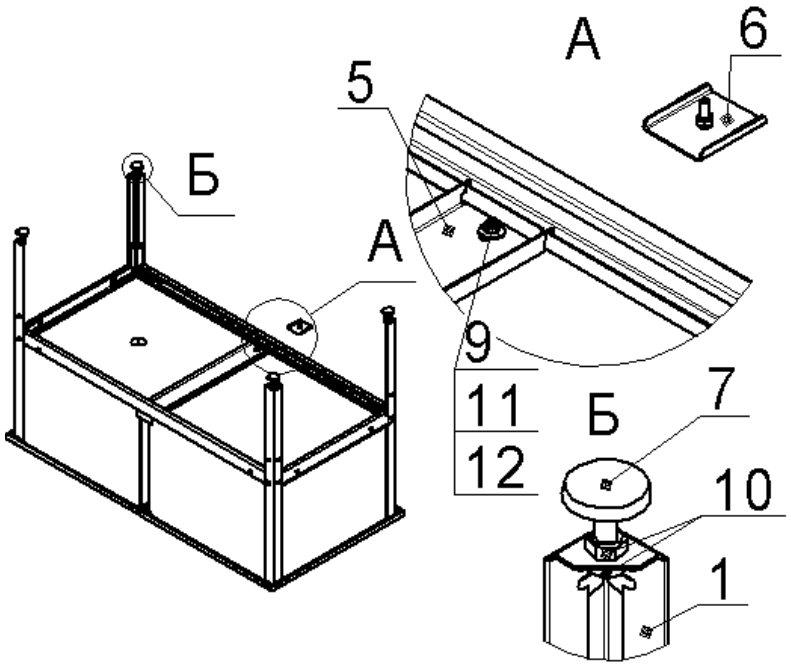

Рис.3
5. Рис.3: снизу, между мойками, установить фиксаторы моек (6) так, что бы резьбовые части болтов фиксаторов попали в пазы на швеллерах (5), а борта фиксаторов прижали отбортовки боковых сторон моек к швеллерам (5), и закрепить фиксаторы моек (6) на швеллерах (5), при помощи гаек (9) и шайб (11 и 12), как показано на виде А. Окончательно затянуть все гайки. Установить на стойки (1) опоры (7), при помощи гаек (10), как показано на виде Б. Перевернуть мойки вместе с каркасом.